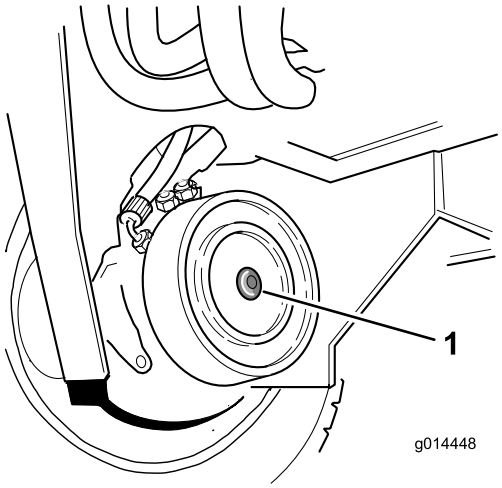

Figur 59
2. Lokalisera den högra framhjulmotorns skivbromsenhet och ta bort sexkantspluggen (Figur 59).